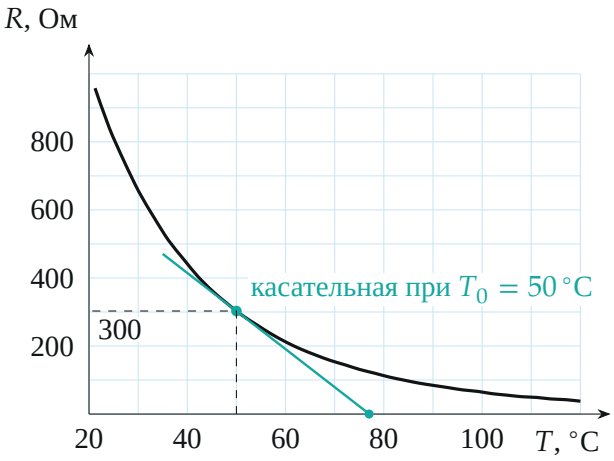

Рис. 2. График $R(T)$ терморезистора и касательная в рабочей точке: её наклон $k \approx 11$ Ом/°C
4. Наклон графика при $T_0 = 50\,^\circ$C. При малом ΔT кривую $R(T)$ можно заменить касательной (рис. 2): $\Delta R_t = -k\Delta T$. По графику $R_0 = R(50\,^\circ\text{C}) \approx 300$ Ом. Касательная в этой точке проходит через $(50\,^\circ\text{C};\ 300\ \text{Ом})$ и пересекает ось T около $77\,^\circ$C, откуда